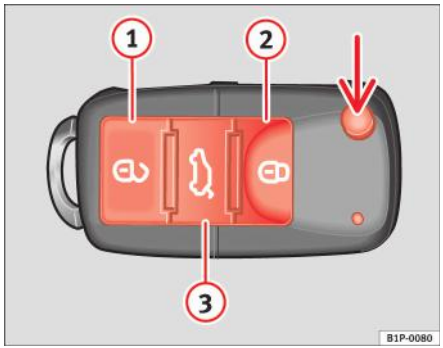

Fig. 63 Alocarea tastelor cheii cu telecomandă
Dacă utilizați tasta ⇒ fig. 63 (indicată de săgeată) de pe telecomandă, se eliberează elementul mecanic al cheii.
Descuierea automobilului ⇒ fig. 63 (1). Uşile şi hayonul sunt descuiate.
Încuierea automobilului ⇒ fig. 63 (2).
Descuierea hayonului. Apăsați tasta ⇒ fig. 63 (3) până când toate semnalizatoarele automobilului luminează scurt. După apăsarea tastei de descuiere (3), aveți la dispoziție 2 minute pentru deschiderea uşii. Odată expirat acest interval, uşa va fi din nou încuiată.
De asemenea, indicatorul stării bateriei de pe cheie ⇒ fig. 63 va lumina scurt.
– Încuiați automobilul utilizând încuietoarea uşii şoferului şi cheia cu telecomandă ⇒ pagina 104, fig. 63.